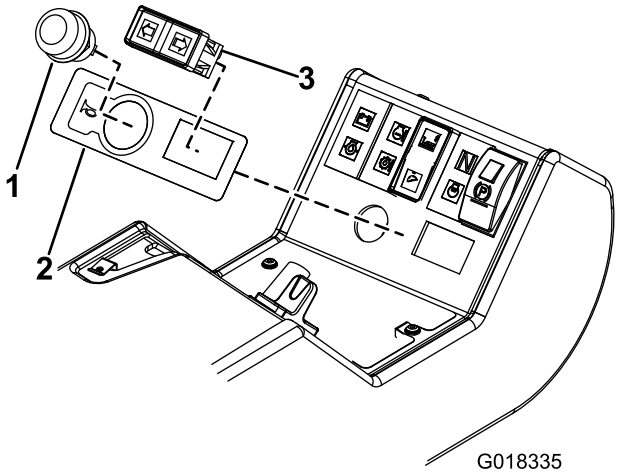
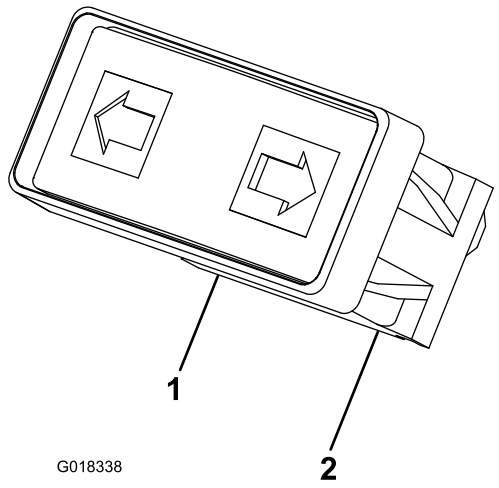

Bild 18
Bild 19
9. Bringen Sie den Hupenaufkleber an; richtigen Sie die Kanten mit den runden und rechteckigen Löchern ab (Bild 18).
10. Setzen Sie die Hupentaste und den Blinklichtschalter in das Armaturenbrett ein (Bild 18). Befestigen Sie den Blinklichtschalter so, dass die Kabel Grün/Rot auf der linken Seite und die Kabel Grün/Weiß an der rechten Seite sind, wie in Bild 19 dargestellt.